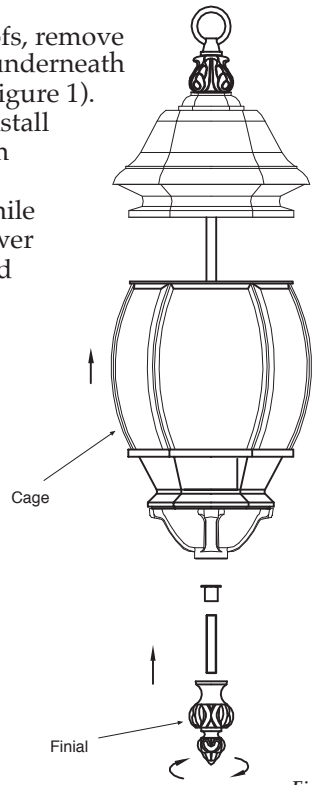

Figure 3
c. For other fixtures, unscrew bottom finial while securing the cage so that it doesn't fall. Lower the cage and insert bulbs. Reattach cage and tighten bottom finial. (see figure 3).